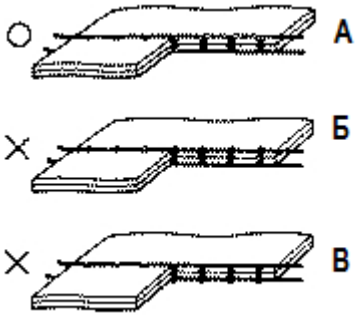

рис.25
16. Натяжение нити. **(Рис.25, 26, 27)**